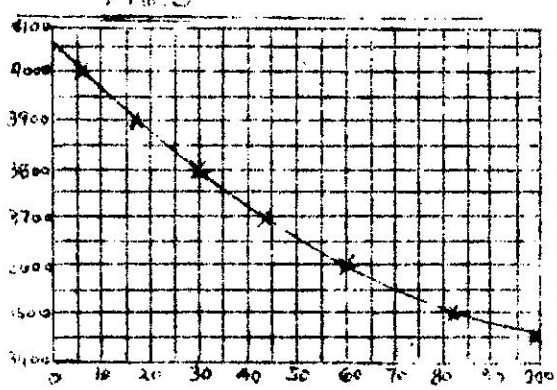

Fig. 4
CALIBRATING OSCILLATOR. Hook Osc. to 110 line. Tune set to some distant station, and look freq. up in call book. Without changing tuning or volume - disconnect Ant. and connect (A) of Osc. on Ant. post of set. Be sure (G) is also on set from Osc. Plug in coil in Osc. that should cover band set is tuned. Turn Osc. dial till loud hum is heard in speaker or phones of set. Adjust Attenuator (12) till you get a good 'smooth' zero beat. This is your calibration point. Divide a piece of graph paper in 100 pts. on 1 side for dial readings. On the left place frequency pts. as determined by position on dial as shown (Fig. 4). Make several pts. by tuning in different distant stations. Each time, change Ant. post of set to Outside Ant. and then to Oscillator when calibrating. With a French Curve draw a line connecting pts. You can now see that if you want to find 3750 KC it is 38 on your Osc. dial. Tune your set till it "hits" the hum, change Ant. posts and your station is easily found on set. If using a SLF cond. your line will be straight, but is curved with most midget conds. If U want to use a larger cond. (.0004-5) you will get harmonics on some coils - that is, they are weaker than the same freq. as 1st, 2nd, 3rd Harmonic etc. It's lots of fun, so go to it. MODERN RADIO LABORATORIES.